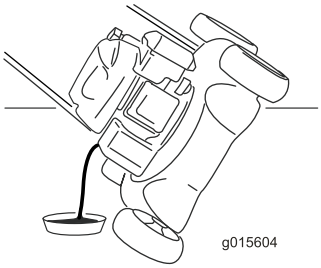

Figur 29
7. Lägg maskinen på sidan med påfyllningsröret nedåt för att tömma ut oljan genom påfyllningsröret i kärlet (Figur 29).